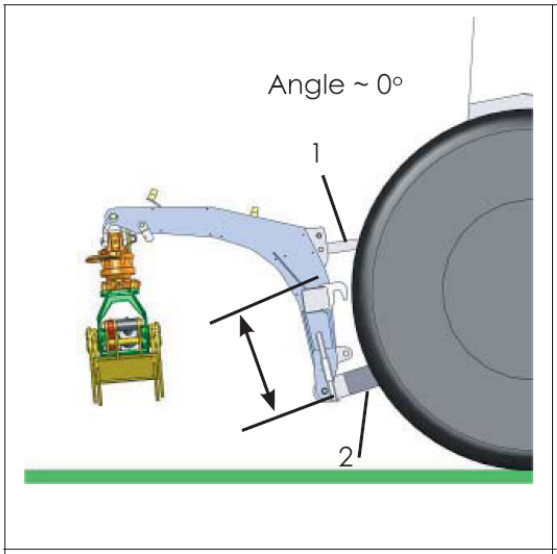

Figure 5: Parallel installation of a tractor arms and control pole
- When you want to use pliers to draw trunks, set the tractor arms 1 and upper steering pole 2 parallel, as much as possible (Figure 5).